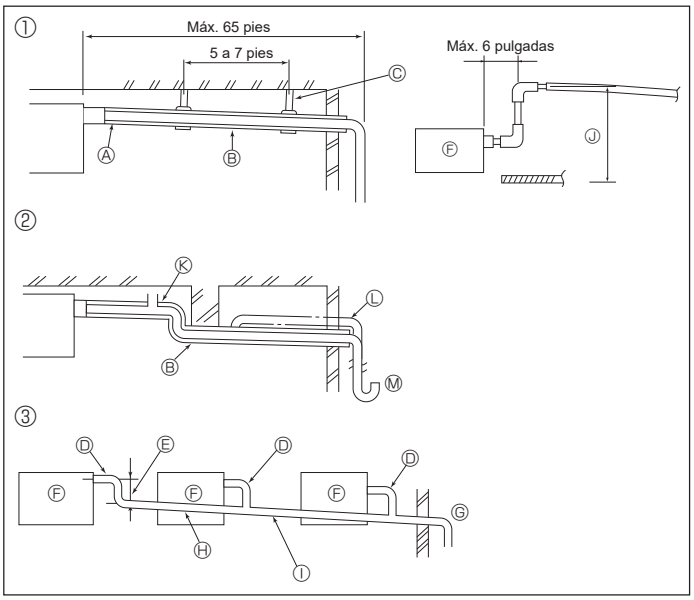

Fig. 5-1
5.1. Tubería de drenaje (Fig. 5-1)
- ① Tubería correcta
- ② Tubería incorrecta